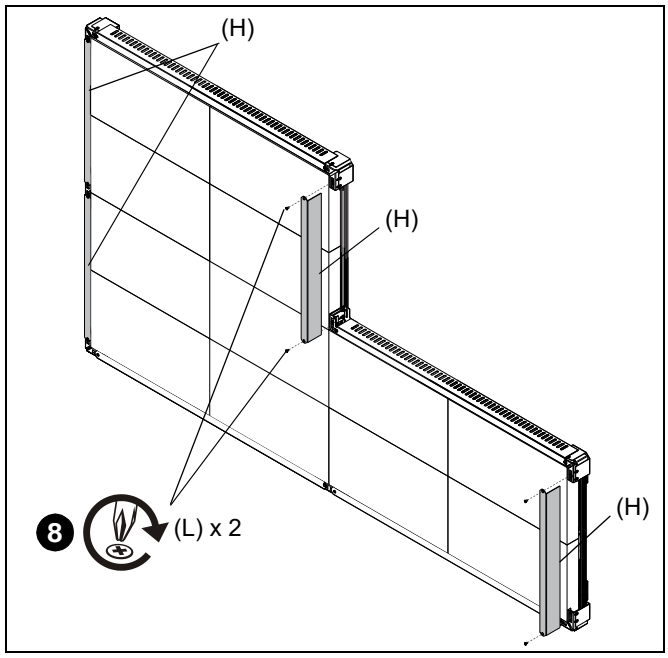

**Figure 6**
8. Install the side trim pieces (H) using two large screws (L) per piece. Screws install into the cage nuts in the corner and seam assemblies. (See Figure 6)